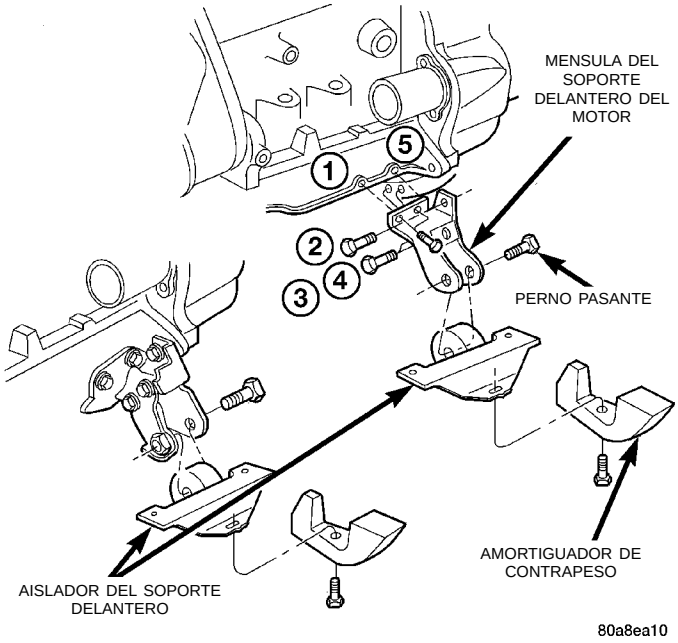

Fig. 14 Soporte del motor—Delantero
(2) Sujete el conjunto del motor y la transmisión con un gato de suelo de modo que no gire.
(3) Retire el perno pasante del soporte delantero del motor del aislador y de la ménsula del soporte delantero del motor (Fig. 14).
(4) Retire el amortiguador de contrapeso. Retire las tuercas del soporte delantero y desmonte el conjunto del aislador.
(5) Retire la ménsula del soporte delantero del motor, si fuese necesario.
(6) Para la instalación, invierta el procedimiento de desmontaje y ajuste los dispositivos de fijación en este orden.
a. Si se retiró la ménsula del soporte del motor, ajuste el perno 1 con una torsión de 3 N·m (20 libras pulgada) y los pernos 2, 3 y 4 a 108 N·m (80 libras pie) (Fig. 14).